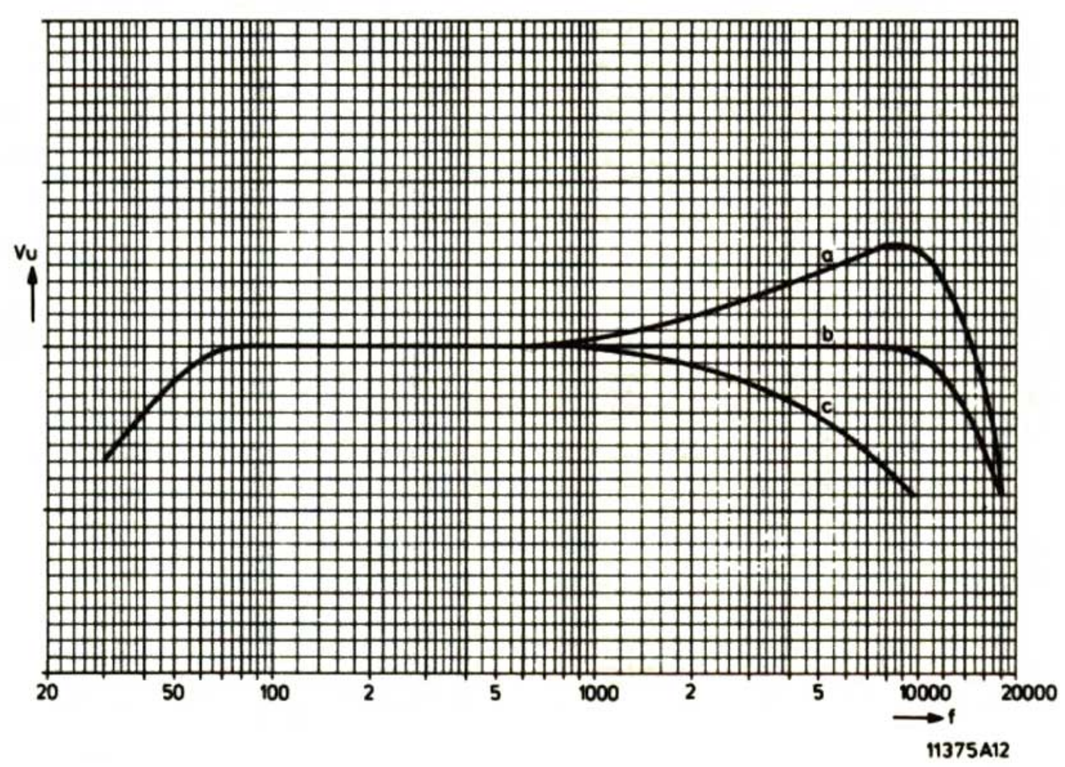

Fig. 21
- Bij een goede instelling zal de frekwentiekarakteristiek als in Fig. 21, curve b verlopen, vervorming ⩽ 3 %.
De frekwentiekarakteristiek zal er dan uitzien als getekend in Fig. 21, curve a.
- Bij een te grote voormagnetisatie worden de hoge tonen te veel verzwakt, zie de karakteristiek Fig. 21, curve c.